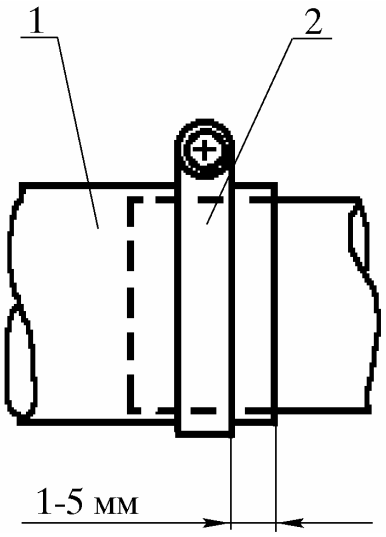

Рис. 36. Установка хомутов:
5.14. Установить радиатор 1 (рис. 36) с электровентилятором в сборе и подсоединить шланги расширительного бачка, подводящий и отводящий шланги радиатора в последовательности, обратной снятию (см. п. 4.7), при этом руководствоваться следующими техническими требованиями:
3) расстояние между концами шлангов 1 (рис. 36) и краями хомутов 2 должно быть 1 - 5 мм